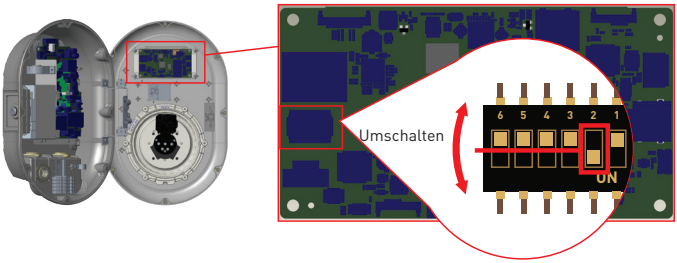

Figure.27
- Schalten Sie die zweite Position des DIP Schalters, der sich auf der Smartboard des Ladegeräts befindet, wie in Abbildung 27 dargestellt, um. Danach schalten Sie das Ladegerät bitte wieder ein.